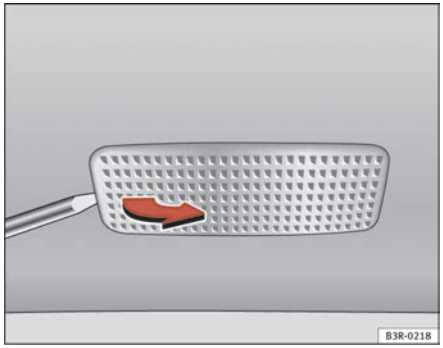

Fig. 223 Removing sunroof light
– Remove the bulb carefully, using the screwdriver on its flat side ⇒ fig. 223.